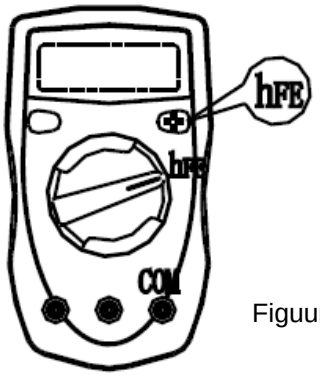

Figuur 7
G. Transistortest (zie figuur 7)